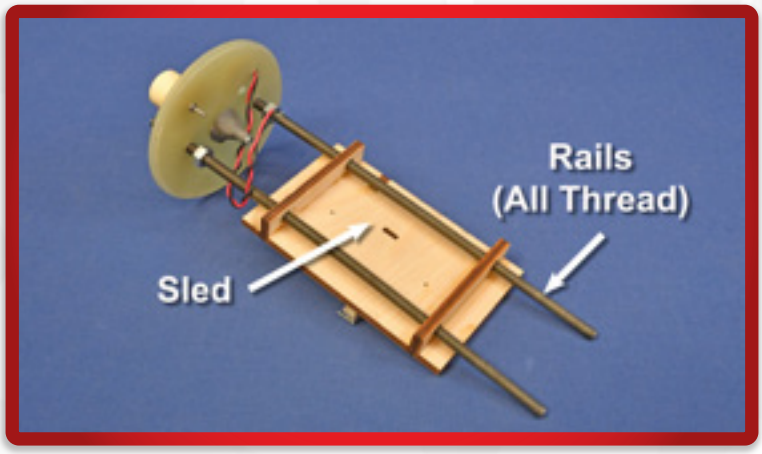

FIGURE 5 - REMOVABLE SLED FROM THE E-BAY, AND THE "ALL THREAD" RAILS
**Sled:** A removable platform in the e-bay to which the altimeter, battery, and other electronic components are mounted. Because it is removable, it is easier to mount the electronics and hook up the necessary wiring than if it was fixed inside the rocket. See Figure 5.